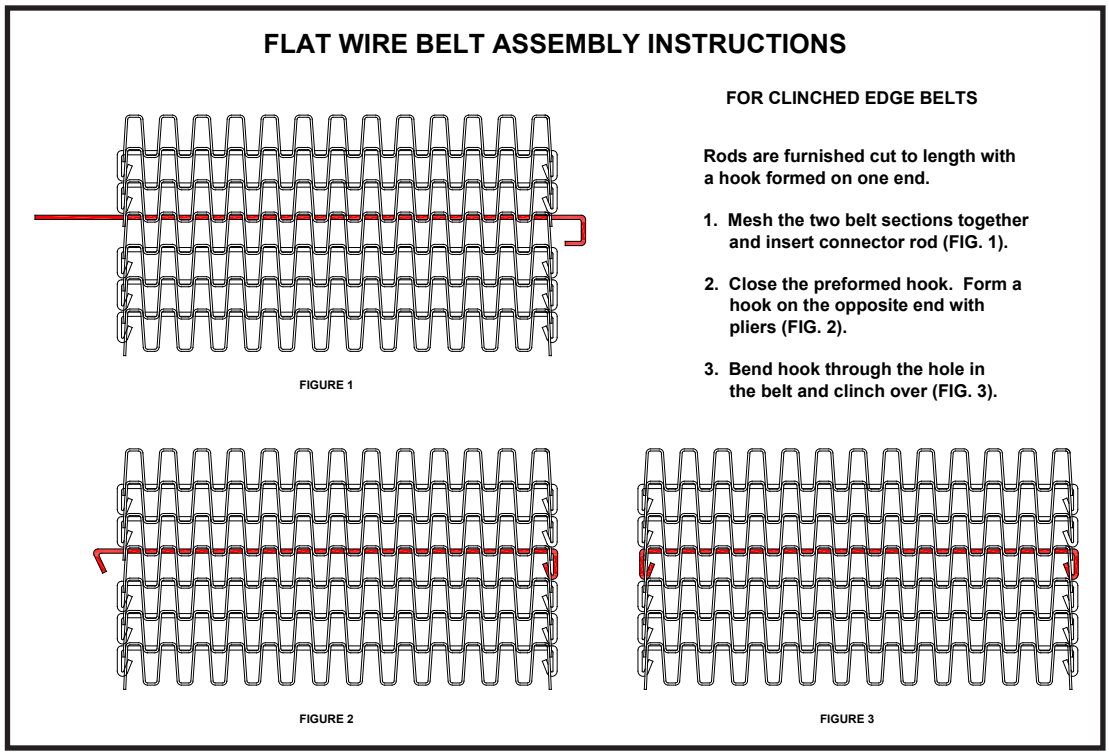

FIGURE 6
4. See ***FIGURE 6*** below for assembly instructions.